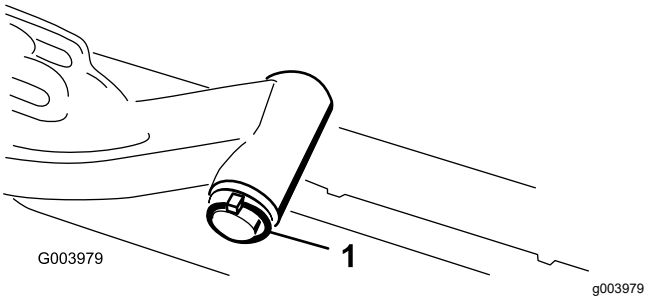

**Figur 11**
1. Fjern den ringstift og skive, der fastgør løftearmens drejeaksel til løftearmen, og skub løftearmens drejeaksel ud af løftearmen (Figur 11).
3. Sæt løftearmens aksel ind i løftearmen, og fastgør den med skiven og ringstiften (Figur 11).